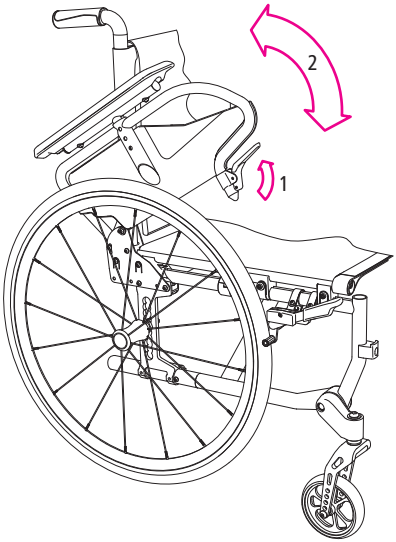

afb. 27
1. Trek daarvoor de vergrendelingshendel iets naar boven (1, afb. 27).
2. Het zijpaneel is nu ontgrendeld en kan helemaal naar achteren/omhoog worden gedraaid (2, afb. 27).